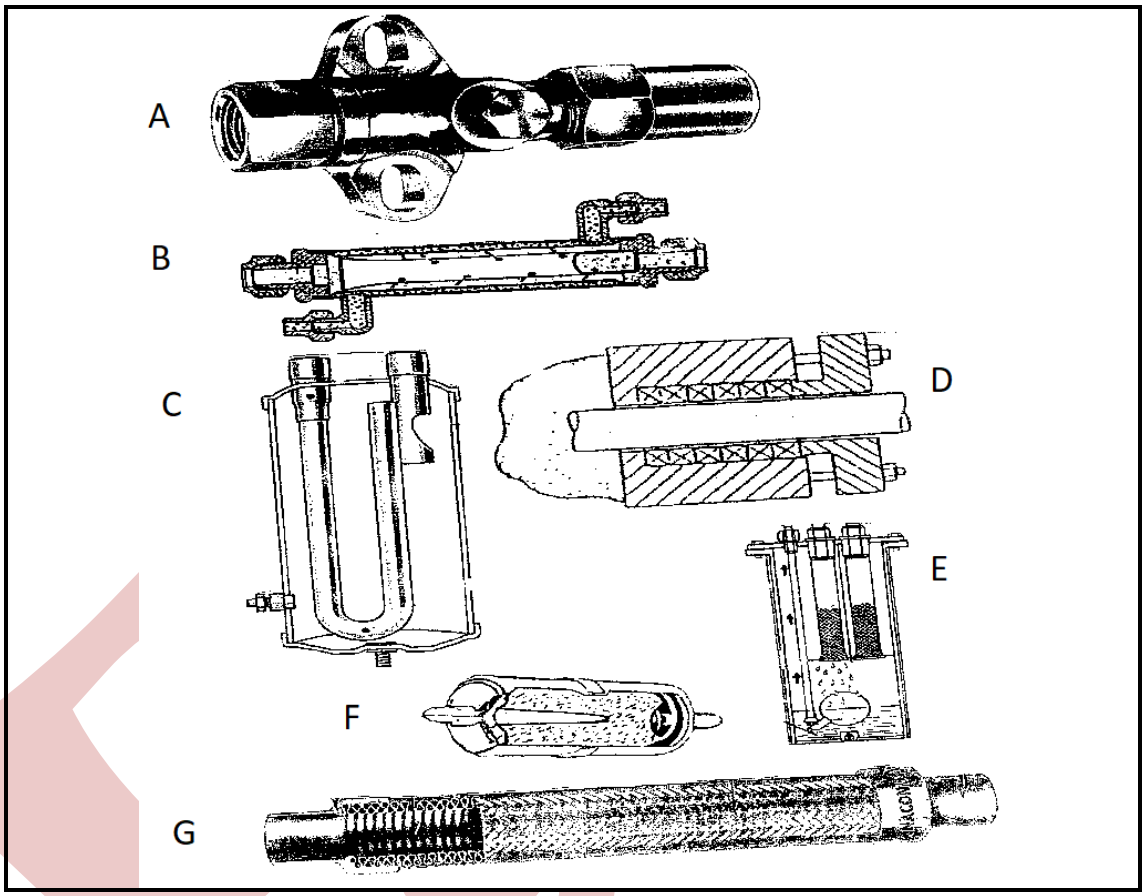

FIGURE 1 (7)
4.5 Give ONE purpose of item E in FIGURE 1 in refrigeration. (1)